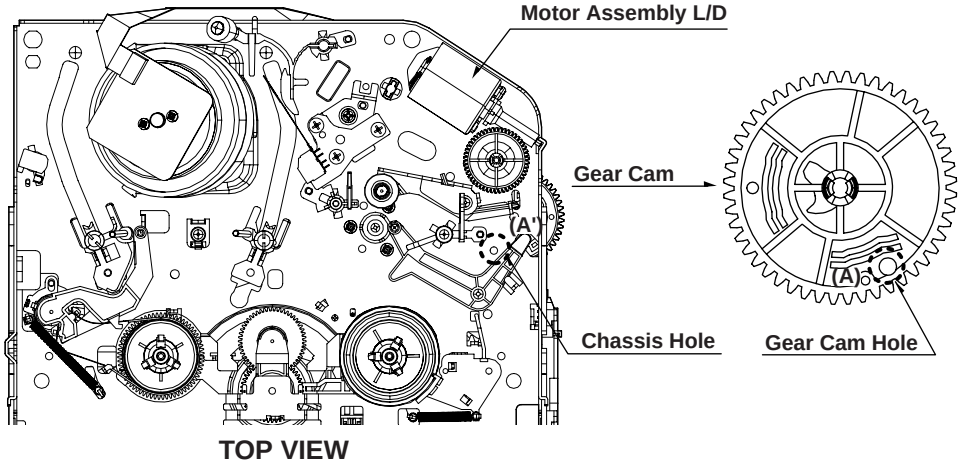

Fig. C-2
2) Separate both top cover and plate top, and check both the hole (A) of gear cam and the hole (A') of chassis correspond (Fig. C-2).